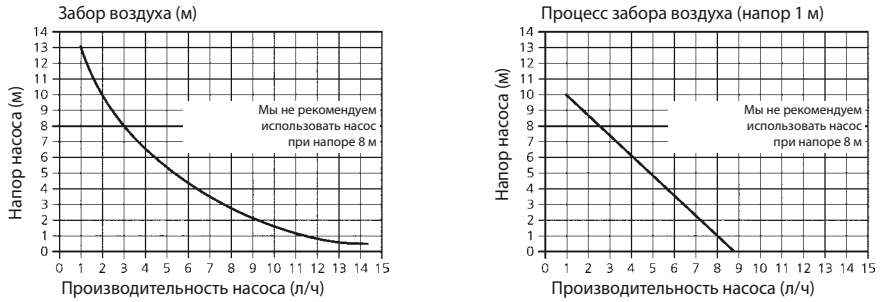

Рис.47: Подсоединение и фиксация всасывающего шланга
- Для защиты насоса от сухого хода, всасывающий шланг должен быть сдвинут до упора и зафиксирован с помощью кабельной стяжки *(рис. 47)*.